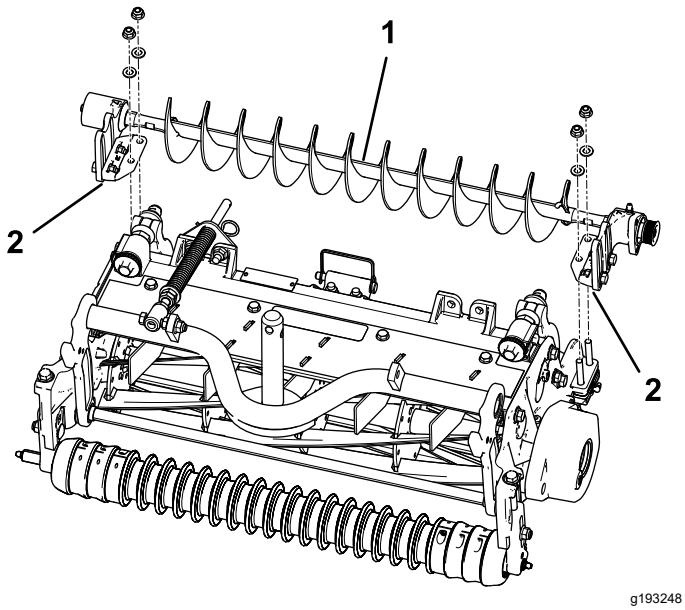

Rysunek 10
4. Nałóż wspornik montażowy lewego lub prawego zespołu szczotki wałkowej na śruby wspornika szczotki (Rysunek 10).